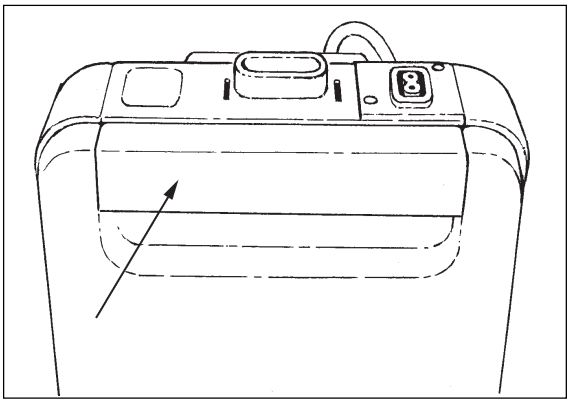

Figure 3
2. Ouvrez l'avant du réservoir d'aspiration. Pour ce faire, appuyez sur la barrette d'ouverture du réservoir. Voir figure 3.